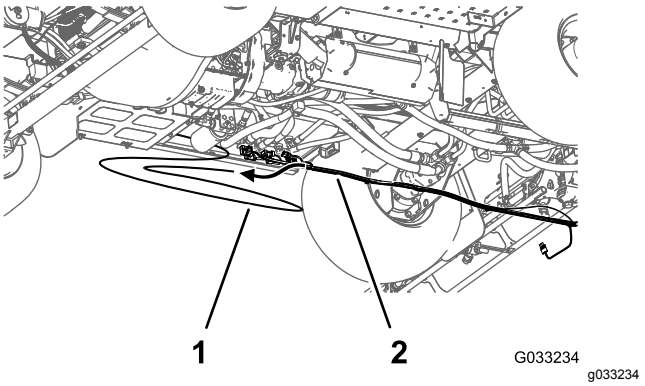

Figur 42
7. Ta bort tryckgivarröret för instrumentbrädans mätare från det bakre kablaget från maskinen (Figur 42).